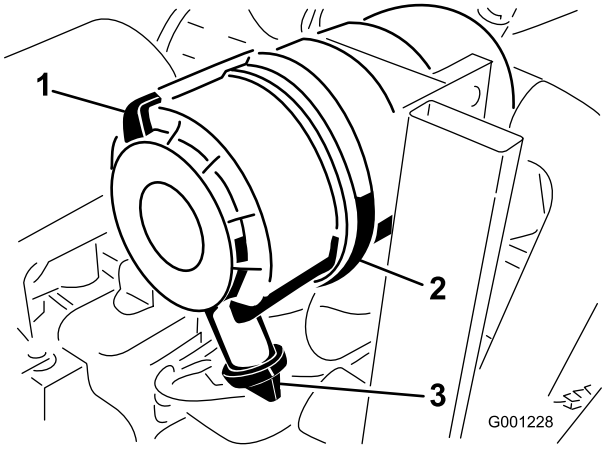

Figur 47
1. Trekk låsen utover, og drei luftrenserdekslet mot klokken (Figur 47).
2. Fjern dekslet fra luftrenserens kropp (Figur 47).
8. Monter dekselet med uttaksventilen i gummi vendt nedover – mellom ca. kl. 5:00 til 7:00 sett fra enden (Figur 47).